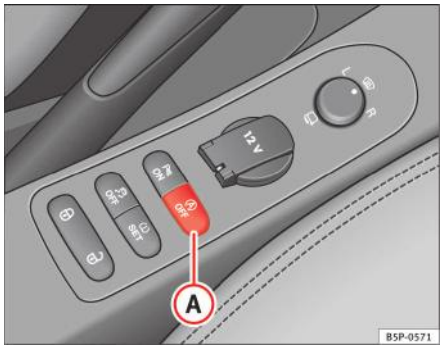

Fig. 137 Butonul funcției Start-Stop.
– Apăsați butonul (A) ⇒ fig. 137 din consola centrală. Când funcția Start-Stop este dezactivată, lampa de control din buton se aprinde.
– Apăsați butonul (A) ⇒ fig. 137 din consola centrală. Lampa de control din buton se stinge. ■